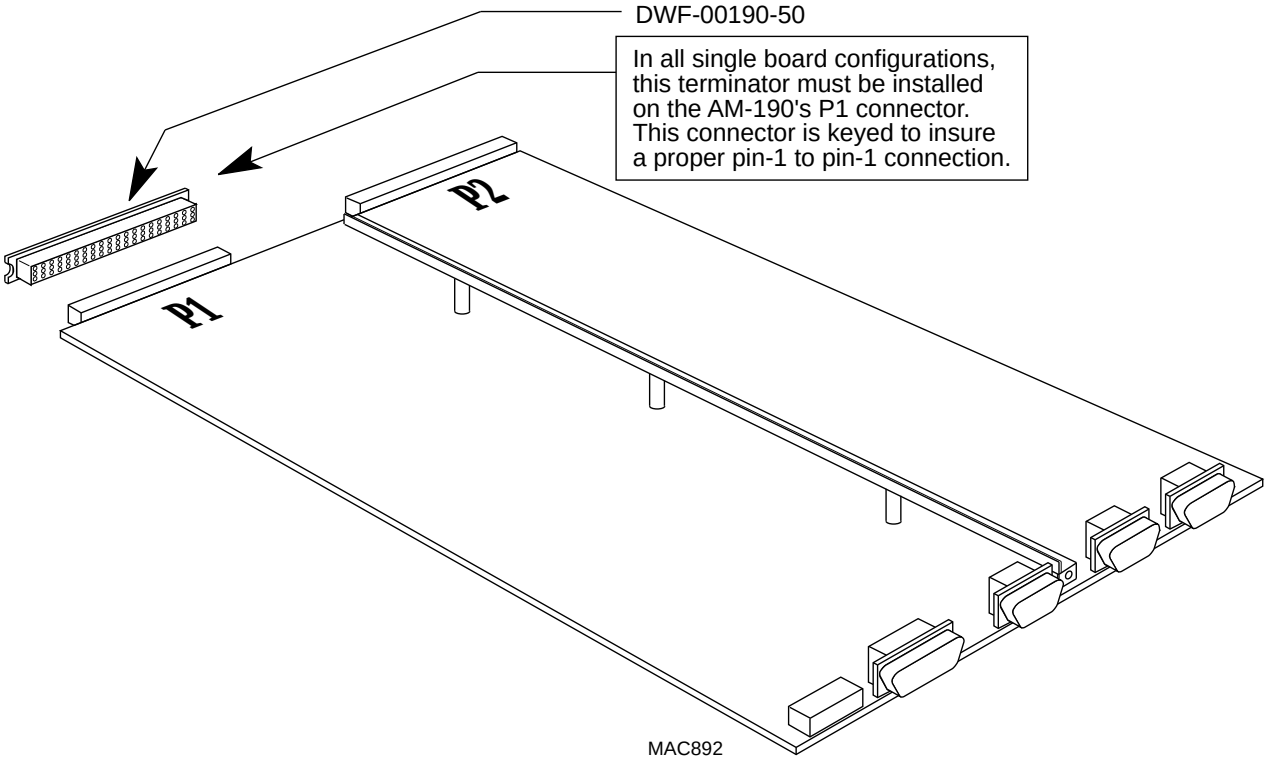

Figure D-7. AM-190 P1 Terminator
2. If you are installing the AM-190 board in a single board configuration (no VME motherboard), you must install the terminator (DWB-00190-50) as shown in Figure D-7. This terminator (included in the installation kit) installs on the AM-190's P1 connector.